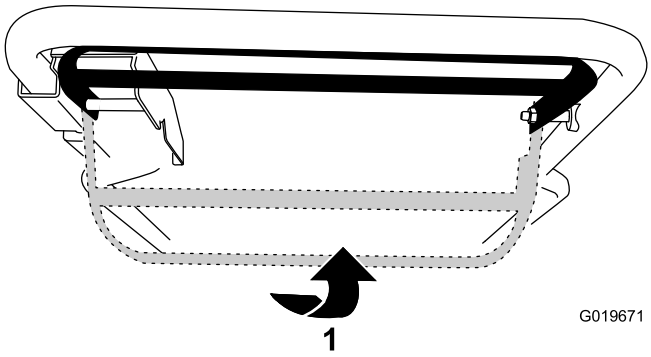

Figur 15
- **Så här gör du för att använda självdrivningsstången utan att koppla in kniven:** Dra knivstyrstången uppåt, mot handtaget (Figur 15).